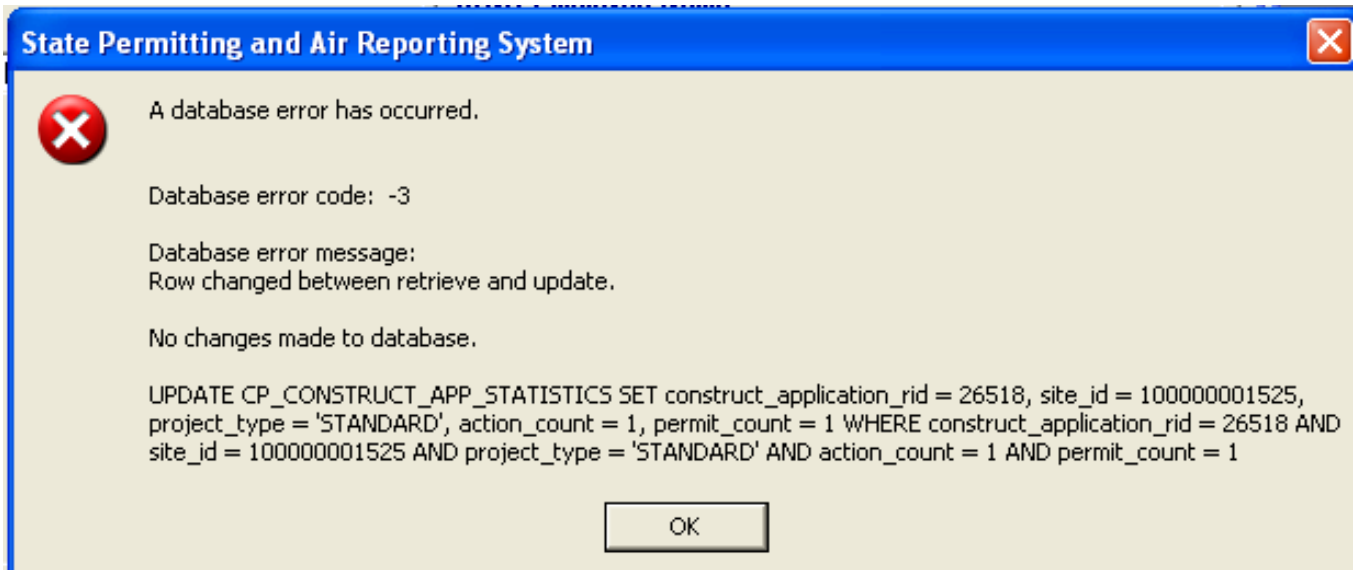

Figure 2.4 – Database Error Example 1
(1) **Database Errors**. There are several reasons why SPARS will send you database errors and there are several ways in which these errors will be displayed. Figures 2.4 and 2.5 illustrate two of these database errors.